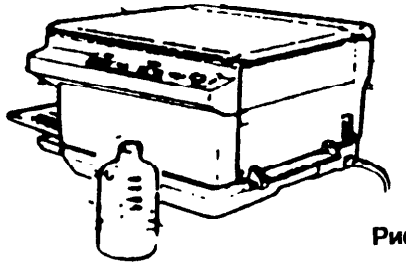

Рис. 6
7. (Рис. 6): ни в коем случае не допускается устанавливать аппарат поблизости от воспламеняемых материалов или в местах, где имеются пары аммония. Не допускается также ставить аппарат рядом с аппаратами диазокопирования. Это может привести к ухудшению качества копирования и нарушению нормального функционирования аппарата.